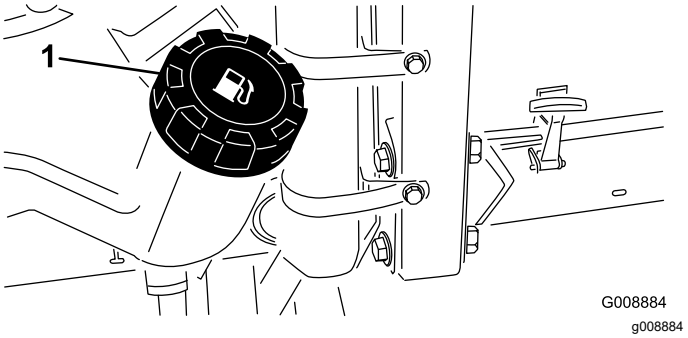

Figur 22
1. Rengjør området rundt der filteret skal festes (Figur 22).